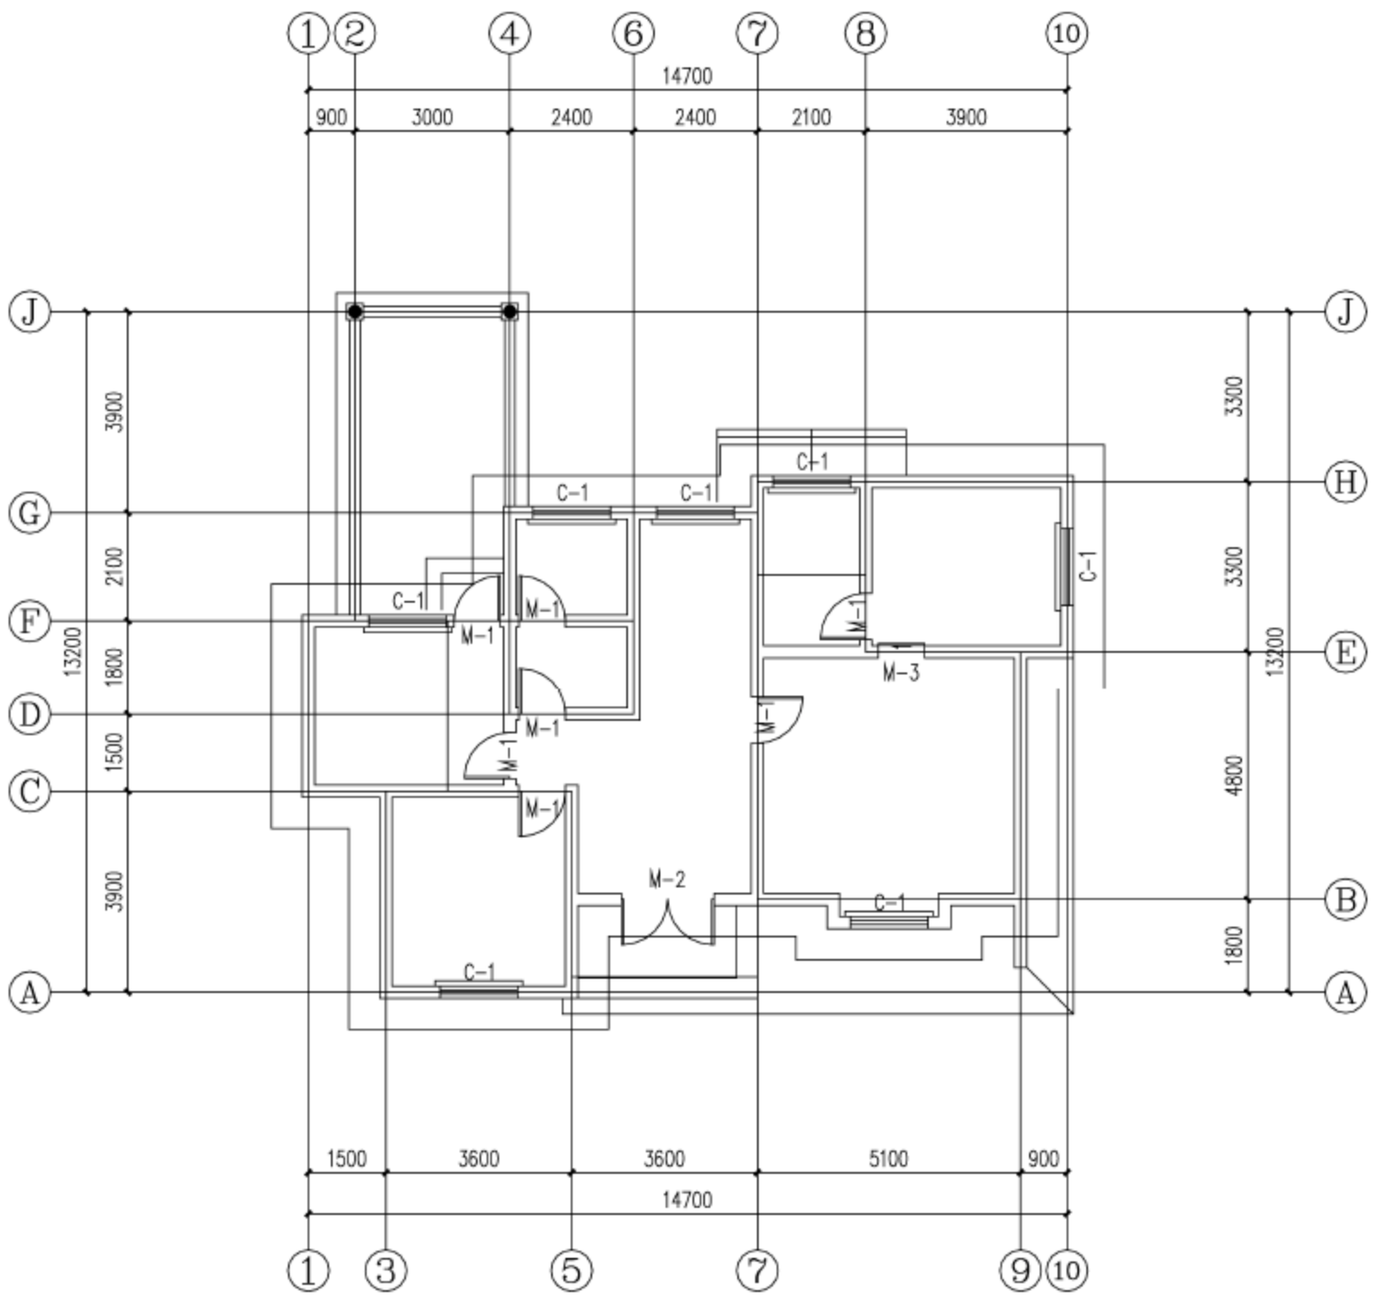

图 18-120　绘制外部轮廓线
(1) 单击菜单中的“房间屋顶”→“房间布置”→“搜屋顶线”命令，选择构成整栋建筑物的所有墙体，间距为 600，绘制外部轮廓线，如图 18-120 所示。